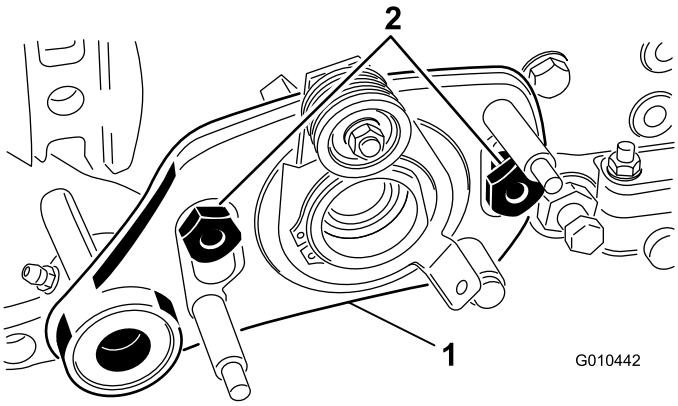

Figur 35
8. Fjern de to skuldermutterne som fester trimsatsdrevet til sideplateadapterne (Figur 35).